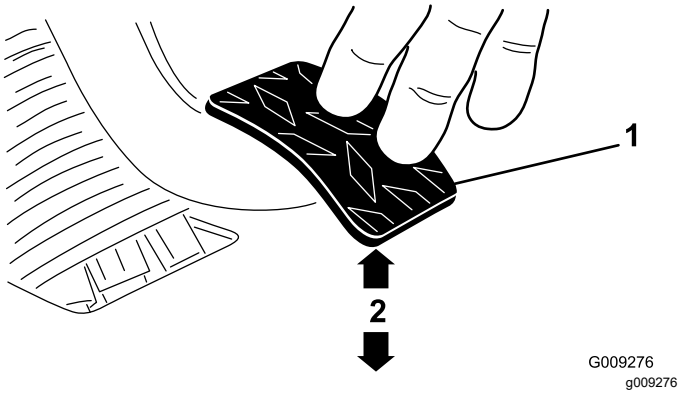

Figuur 62
3. Stel de contramoeren of kogelverbinding zo af dat het achterste deel van het koppelingspedaal 9,2 tot 9,8 cm is verwijderd van de bovenkant van het ruitprofiel van de antislipvloerplaat, wanneer u een kracht van 1,8 kg uitoefent op het pedaal (Figuur 62).